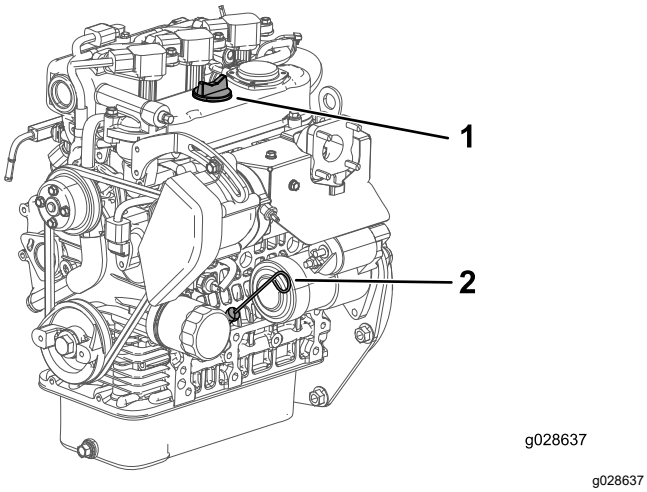

Figuur 35
4. Verwijder de peilstok en veeg deze af met een schone doek (Figuur 35).
5. Steek de peilstok in de buis. Let erop dat de peilstok er volledig in schuift (Figuur 35).
6. Haal de peilstok eruit en controleer het oliepeil (Figuur 35).
7. Als het oliepeil te laag is, moet u de vuldop (Figuur 35) losdraaien en voldoende olie bijvullen totdat het peil de Vol-markering op de peilstok bereikt.
8. Plaats de peilstok weer stevig op zijn plaats (Figuur 35).